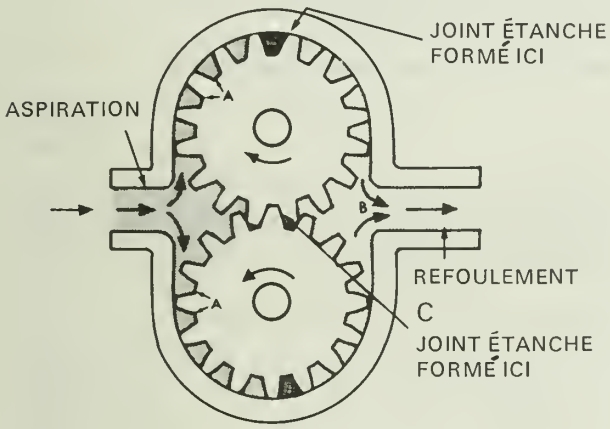

Figure 4. Diagramme d'une pompe à engrenage externe.
Le principe de fonctionnement des pompes à engrenages (aussi appelées à dentures) (fig. 4 et 5) est simple: lors de la rotation des engrenages, le liquide emprisonné entre les dents des engrenages et le boîtier (A, fig. 4) est transporté du côté aspiration au côté refoulement (B). Étant